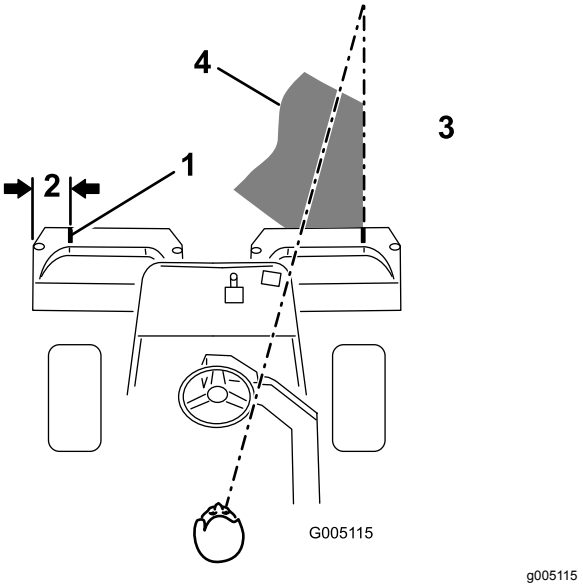
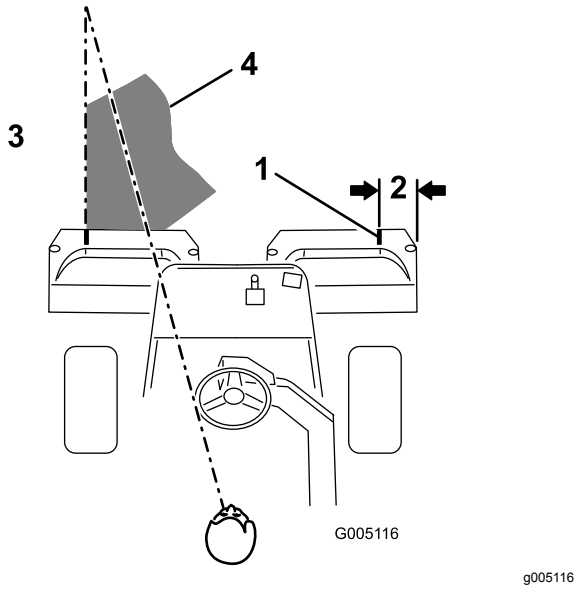

Figur 30
Figur 31
2. Fest en hvit tape eller mal en hvit stripe som løper parallelt med den ytre kanten på hver kurv (Figur 30).
3. Overlapp den forrige retursnarveien minimalt. For at du skal klippe i en rett linje over greenen og holde maskinen på lik avstand fra kanten på den forrige lengden du klippet, må du lage deg en siktelinje på ca. 1,8–3 m fremfor maskinen til kanten på den delen av greenen du ikke har klippet enda (Figur 30 og Figur 31). Noen synes at det hjelper å inkludere den ytre kanten på styrehjulet som en del av siktelinjen, dvs. holde kanten på styrehjulet i en rett linje i forhold til et punkt som alltid har samme avstand til fronten på maskinen (Figur 30 og Figur 31).